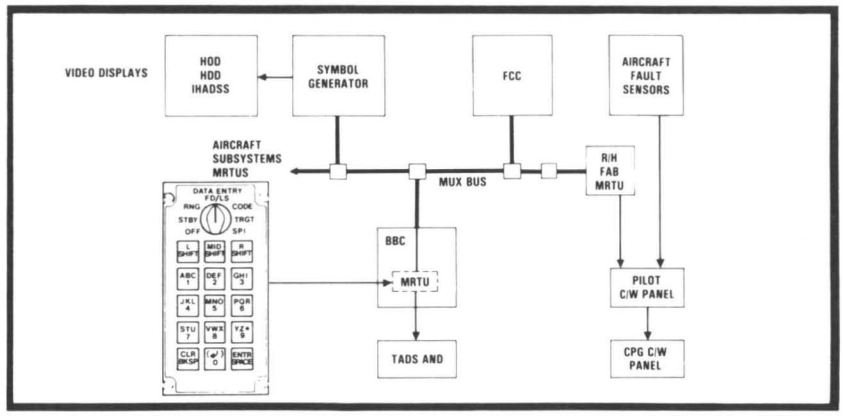

FIGURE 5: Fault detection/location system interactive system devices.
The fault detection/location system interactive system devices, figure 5, work together to perform all FD/LS functions.
- Data entry keyboard shown in figure 5 provides the copilot gunner with the means to enter the FD/LS test modes and to acknowledge actions taken. When the function switch *is not* in the FD/LS position, internal self-testing of subsystems is continuously monitored by the bus controller.